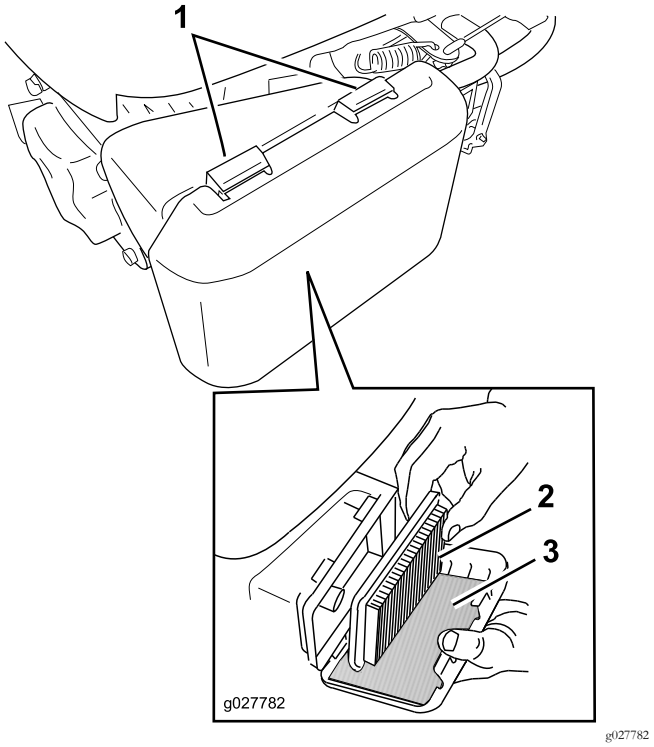

Figura 33
1. Presione hacia abajo los cierres de la parte superior de la tapa del filtro de aire (Figura 33).
3. Retire el filtro de aire de papel y el pre-filtro de gomaespuma (Figura 33).